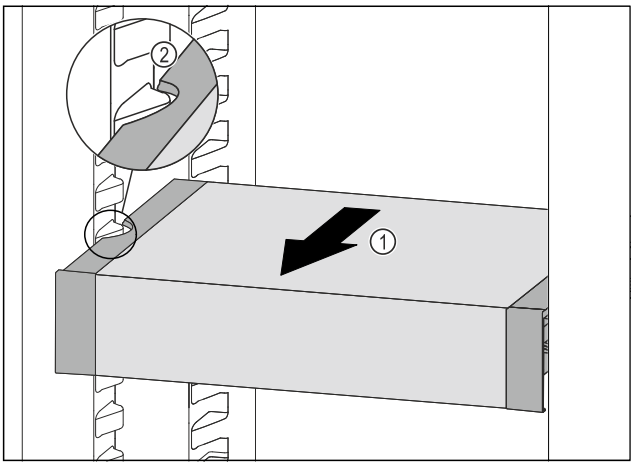

Fig. 105
▶ Trageți în față VarioSafe *Fig. 105 (1)*, până când degajările laterale ale VarioSafe se află la înălțimea nervurii recipientului din frigider. *Fig. 105 (2)*